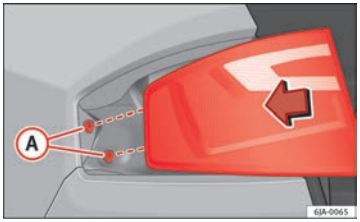

Fig. 160 Fitting tail light unit
– Press the rear light unit backwards (driving direction) by fitting the fastenings into the rubber mountings ⇒ Fig. 160 (A).